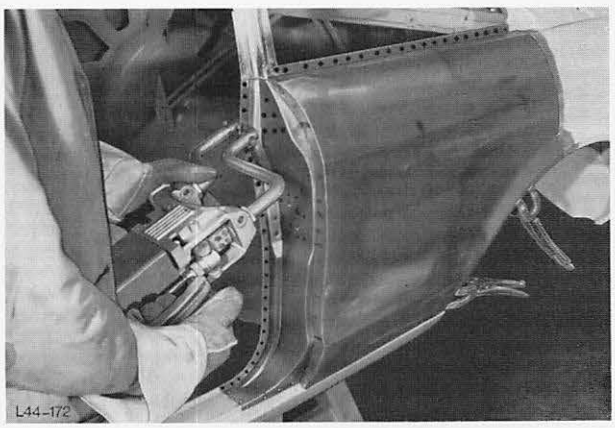

Abb. 205 Seitenwand – Teileinsatz punktschweißen
23. Seitenwand – Teileinsatz an Fensteröffnung, B-Säule und Radhaus anpunkten, Abb. 205.